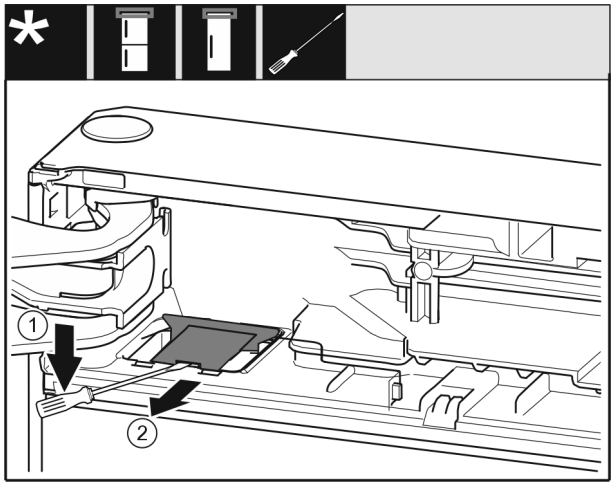

Fig. 11
▶ Cu o șurubelniță plată deblocați capacul *Fig. 11 (1)*.
▶ Îndepărtați capacul *Fig. 11 (2)*.